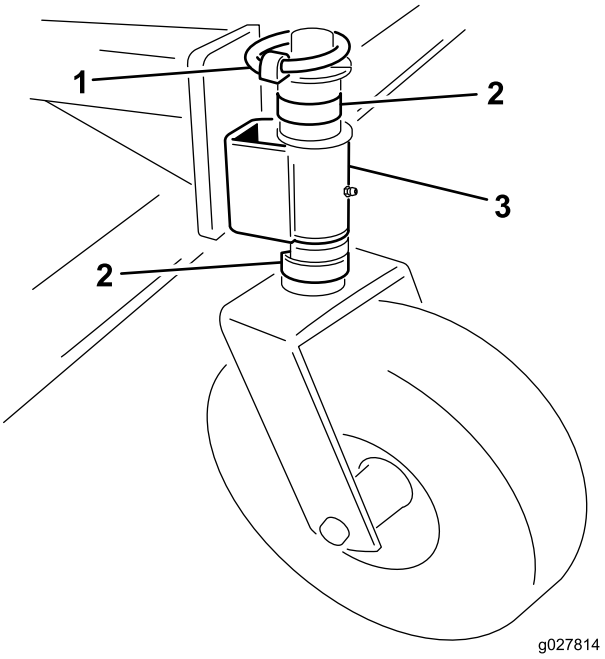

Figura 6
1. Rimuovete il cavallotto con perno dall'asse del fusello (Figura 6).